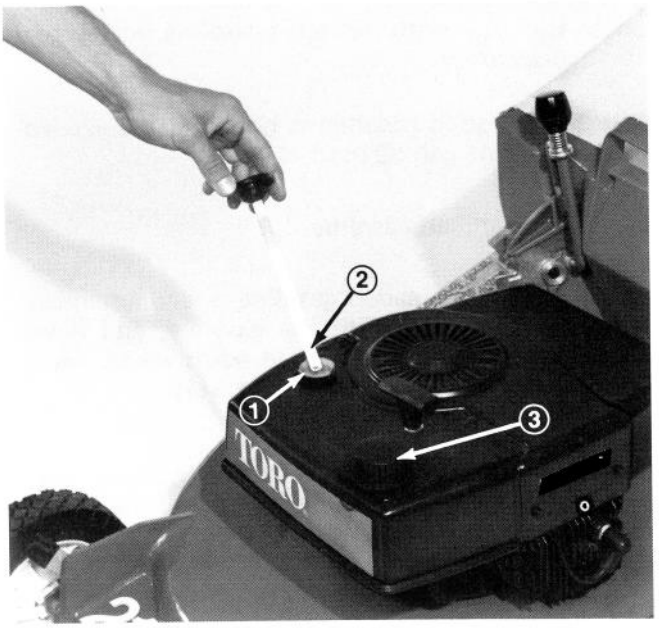

Figure 7
5. Wipe end of dipstick and insert it into filler neck. Rotate cap clockwise 1/4 turn. Then remove the dipstick and check level of oil by reading the dipstick (Fig. 7). If level of oil is low, add only enough oil to raise level to FULL mark on dipstick. DO NOT ADD OIL SO LEVEL RISES ABOVE FULL MARK BECAUSE ENGINE COULD BE DAMAGED WHEN IT IS STARTED.